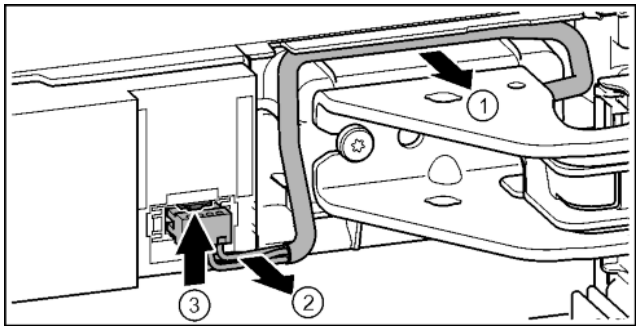

*Fig. 20*
- ▶ Carefully remove the cable over the bearing bracket from the guide. *Fig. 20 (1)*
- ▶ Carefully remove the cable strands from the channel. *Fig. 20 (2)*
- ▶ Press the lug upwards and carefully remove the connector. *Fig. 20 (3)*